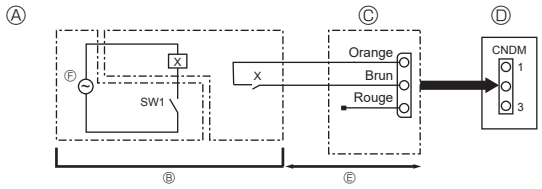

Fig. 8-1
8.1. Mode à faible bruit (modification sur site) (Fig. 8-1)